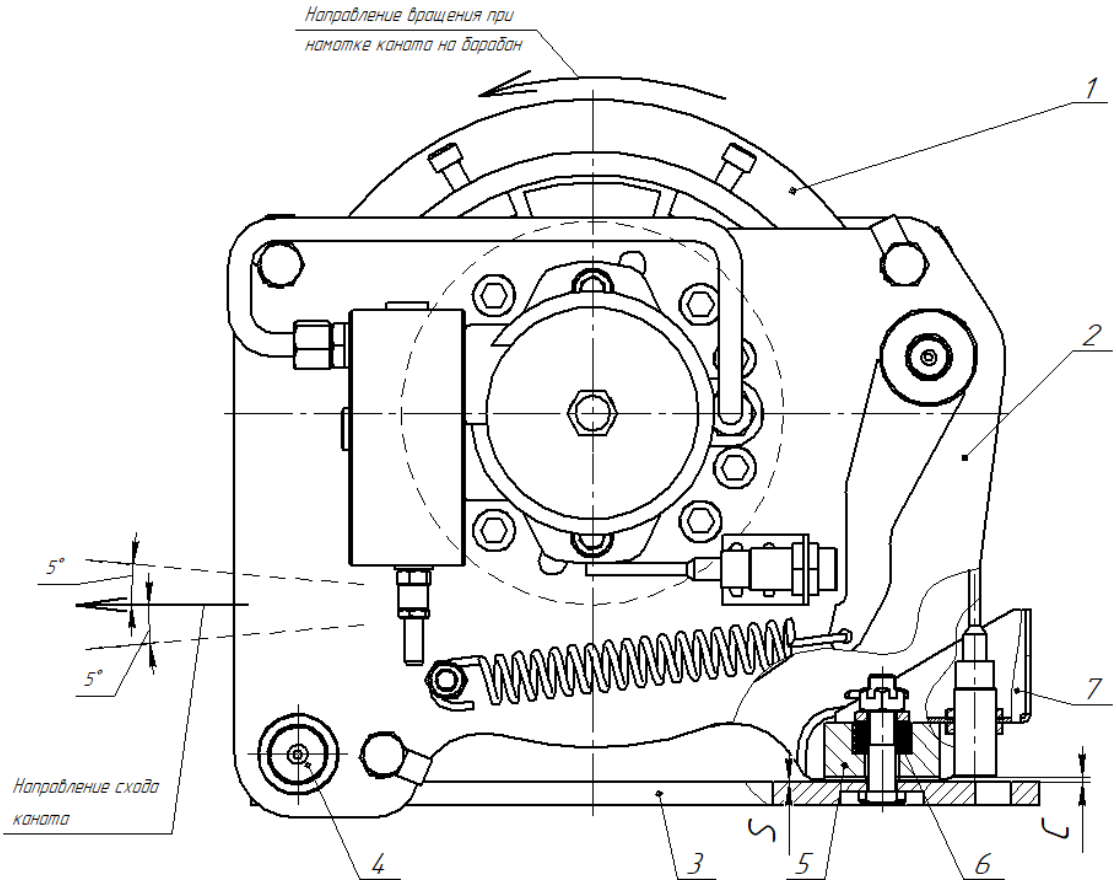

Рис.2: Устройство ограничивающее максимальную грузоподъемность лебедки
Барабан лебедки (1) (см. рис. 2) смонтирован на раме (2). Рама крепится к пластине (3) при помощи поворотной оси (4) и планки (5). В теле планки имеются два отверстия, в которых установлены пакеты пружин (6). Между планкой (5) и пластиной (3) выдержан зазор «S», который рассчитывается с учетом грузоподъемности лебедки и жесткости пружин. На планке (5) смонтирован кронштейн (7) с индуктивным выключателем. Индуктивный выключатель установлен с отрегулированным зазором срабатывания «С».